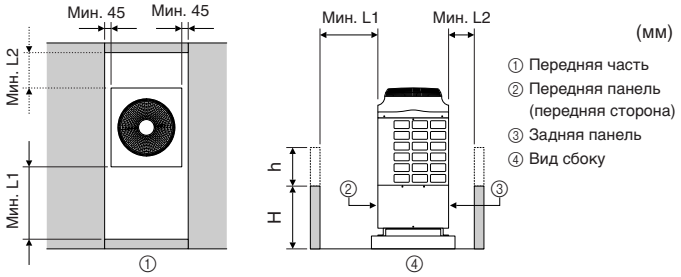

Fig. 2-7
(4) Если вокруг прибора имеются стены (Fig. 2-7)